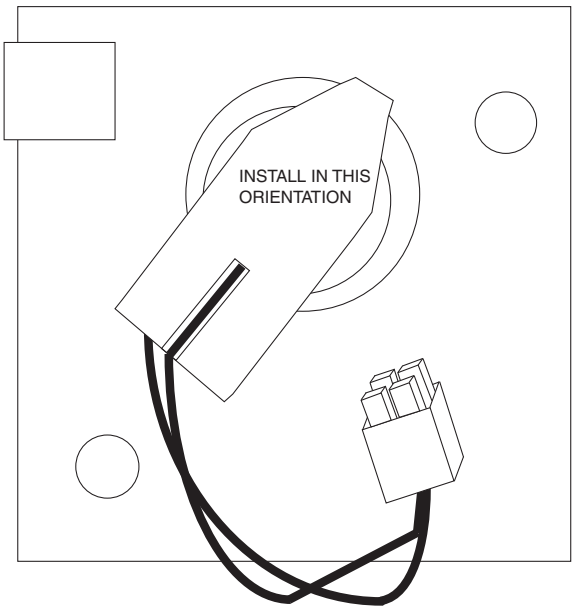

Fig. 39 — Compressor Motor Sensor Harness Installation (under motor protection module)
1. A new S1-S2 thermistor wiring harness is shipped with the CoreSense kit and must be used. The wiring harness connector block should be fully inserted on the three pins in the orientation shown in Fig. 39 for proper operation.